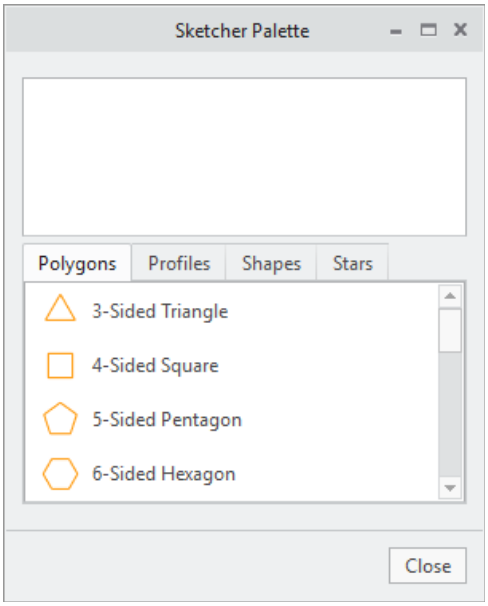

***Figure 2-21** The **Sketcher Palette** dialog box*
1. Choose the **Palette** tool from the **Sketching** group; the **Sketcher Palette** dialog box will be displayed, as shown in Figure 2-21. The options in this dialog box are used to insert a previously created sketch.
*If you have selected a working directory which contains only .sec files, a tab with the name of the working directory is displayed in the **Sketcher Palette** dialog box and also will be chosen by default. On the other hand, if you have selected a working directory which contains other types of files, the same tab will be displayed in the end and the **Polygon** tab will be chosen by default, refer to Figure 2-21.*